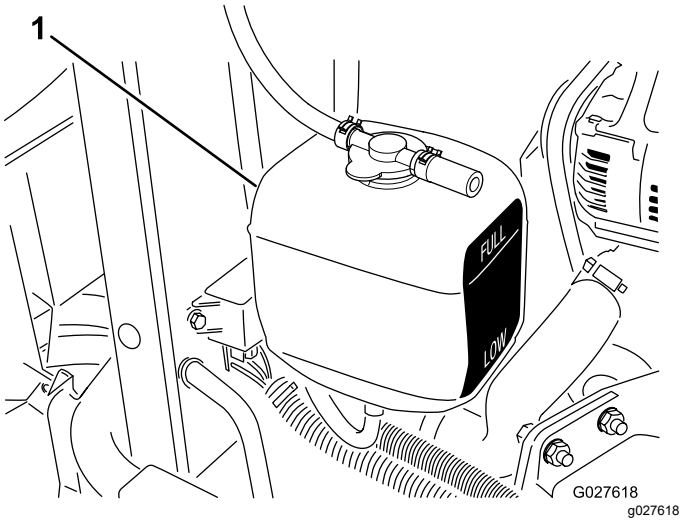

**Figur 77**
3. Kontrollera kylvätskenivån i expansionstanken (Figur 77).